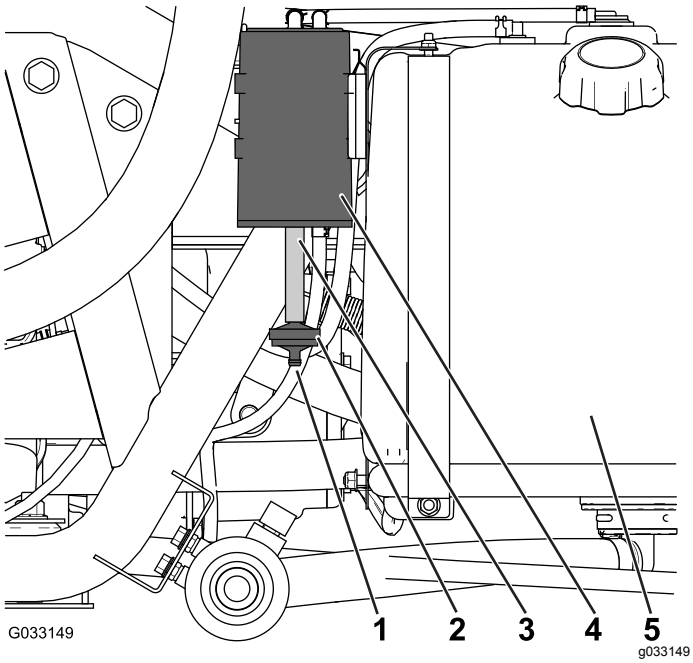

Figur 42
Kontroller åpningen i bunnen av karbonsylinderen og påse at den er ren og fri for rusk og andre hindringer (Figur 42).
1. Fjern nippelen med mothake til filteret i karbonsylinderen fra slangen på bunnen av karbonsylinderen, og fjern filteret (Figur 42).